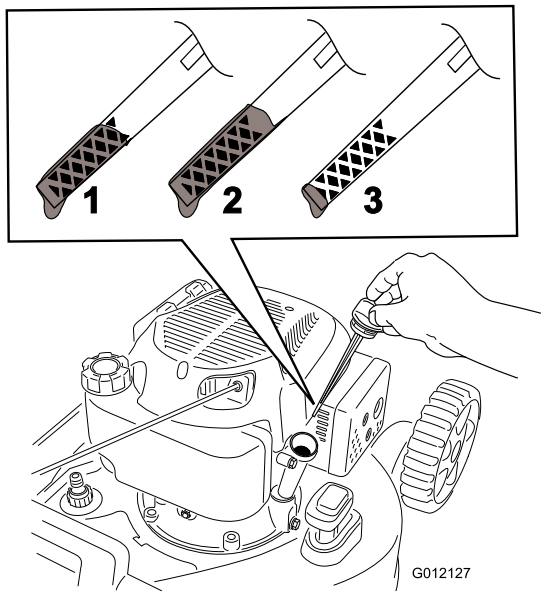

Figuur 5
2. Verwijder de peilstok (Figuur 5).
3. Giet **langzaam** olie in de vulbuis. Wacht een paar minuten en controleer het oliepeil met de peilstok door de peilstok schoon te vegen en in de vulbuis te steken **zonder deze vast te schroeven** (Figuur 5).
Opmerking: Vul het carter van de motor met olie tot u een correct oliepeil afleest op de peilstok zoals getoond in Figuur 5. Als u te veel olie in de motor hebt gedaan, moet u dit aftappen zoals wordt uitgelegd onder De motorolie verversen.